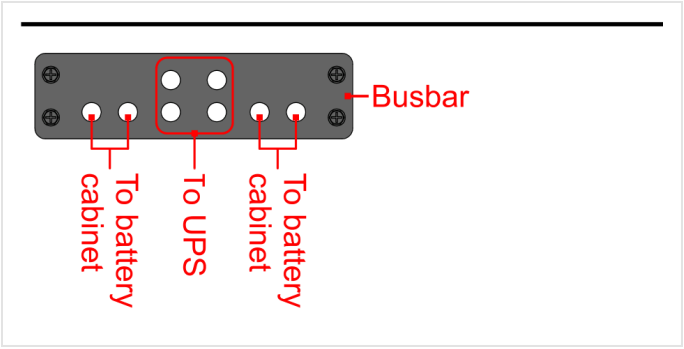
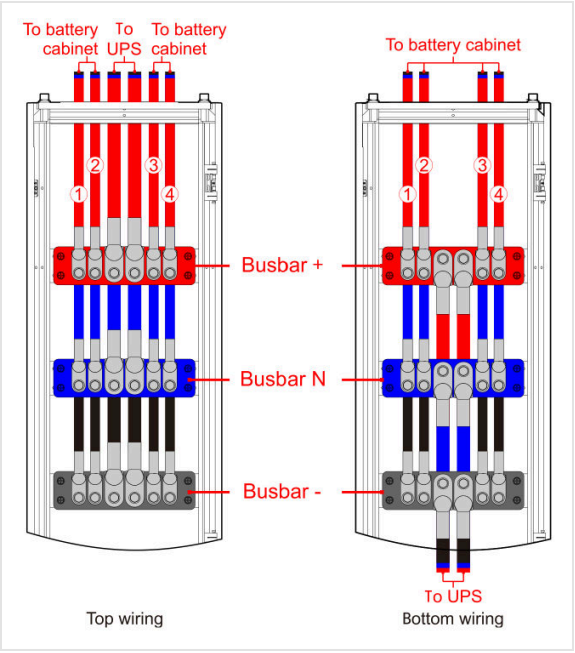

FIGURE 3-32 Holes of one busbar
FIGURE 3-33 Combiner wiring — top exit (left) and bottom exit (right) to the UPS
1. Connect the +, –, (N) and PE cables of every cabinet as in Section 3.12.1, steps 1 to 3.
2. Lead the other end of each cabinet's cables through the top of the combiner, and connect them to the busbars (Figure 3-32, Figure 3-33): + to busbar +, – to busbar –, N to busbar N (not with the INFINITE), PE to the ground bar.